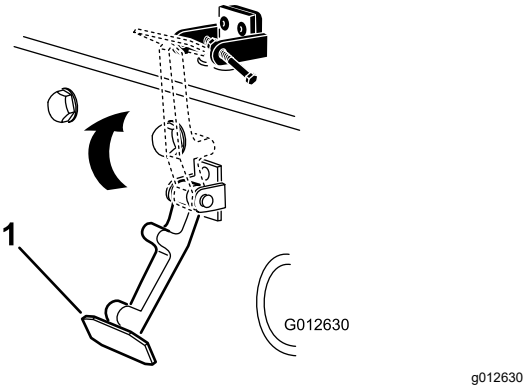

Figur 15
6. Sæt låsen fast på hjelmlåsebeslaget (Figur 15).